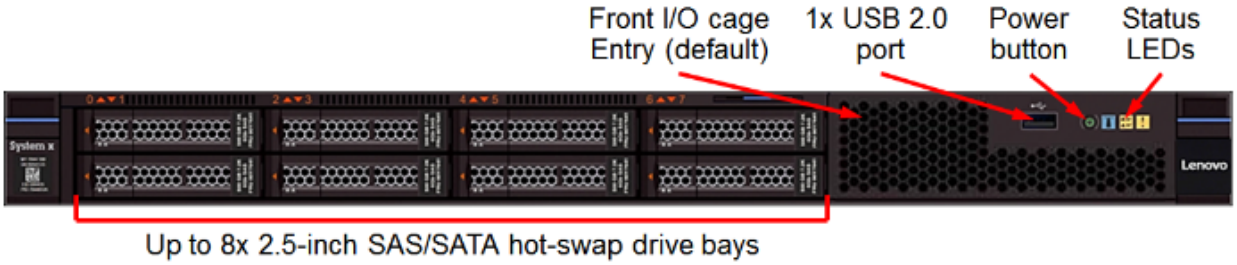

**Figure 1: x3550 M5 with up to eight 2.5-inch drive bays and the front I/O cage entry front view**
**Figure 1** shows the front of the System x3550 M5 server with up to eight 2.5-inch drive bays and the front I/O cage entry (default).